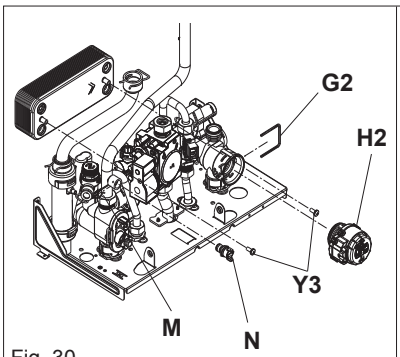

Fig. 30
6.9 WATER PRESSURE SWITCH (fig. 30)
6.26 DHW HEAT EXCHANGER (fig. 30)